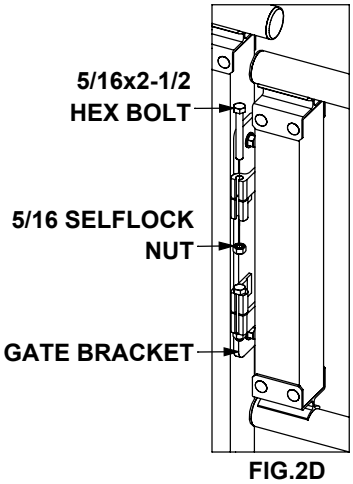

FIG.2D
STEP 2: Fasten the latch rod to the gate assembly tapped block using 10/32x3/8 machine screws (FIG.2C). Attach gate assembly to the gate bracket using 5/16x2 ½ hex bolts and 5/16 selflock nuts (FIG.2D).